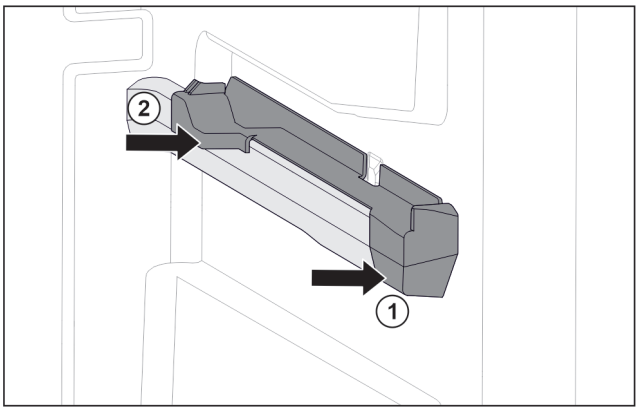

Fig. 142 Attachment on the right moulded rib
▶ Position attachment on moulded rib at the front. *Fig. 142 (1)*
▶ Press on attachment at the back. *Fig. 142 (2)*